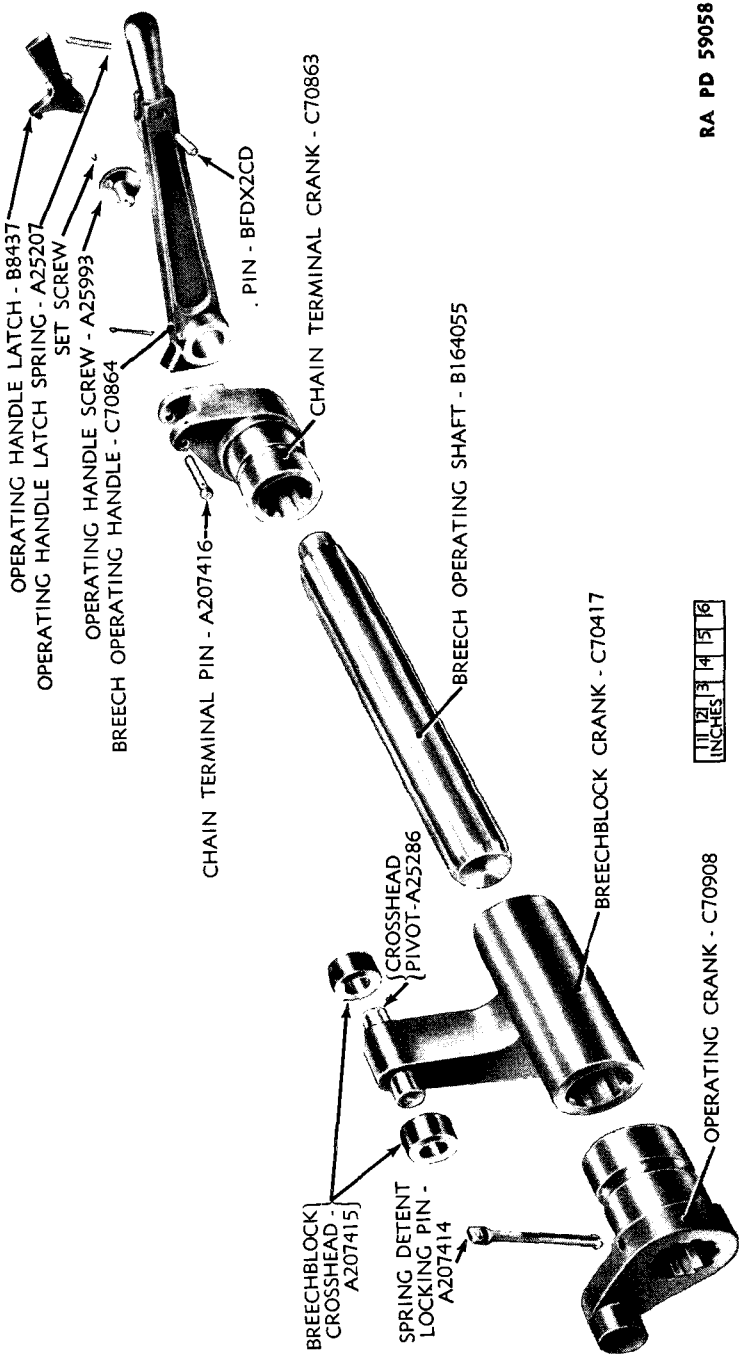

Figure 34 — Breech Operating Shaft Group — Exploded View
b. **Removal of Breechblock Crank** (fig. 34). Remove locking pin from operating crank and operating crank detent. Pull out breech operating shaft and operating handle while holding breechblock crank from falling. Then remove breechblock crank from breech ring.
52. CHAIN TERMINAL CRANK (fig. 34).